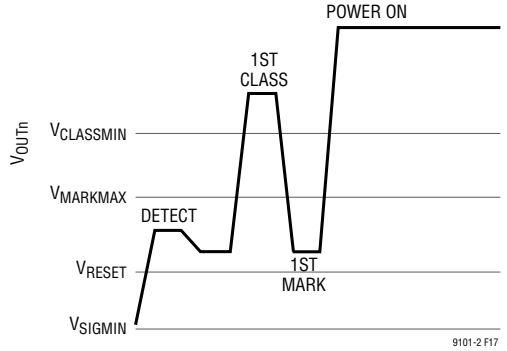

Figure 17. Type 3 or 4 PSE, 1-Event Class Sequence
Type 3 and Type 4 PSEs issue a single classification event (see Figure 17) to Class 0 through 3 single-signature (SS) PDs. A Class 0 through 3 SS PD presents its class signature to the PSE and is then powered on if sufficient power is available. Power limited 802.3bt PSEs may also issue a single classification event to Class 4 and higher SS PDs in order to demote those PDs to 13W. See Figure 17.